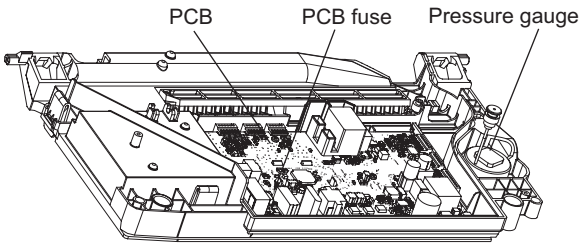

Fig. 8.1
8.7 FUSE - Fig. 8.1
8.8 PCB - Fig. 8.1
8.14 PRESSURE GAUGE - Fig. 8.1